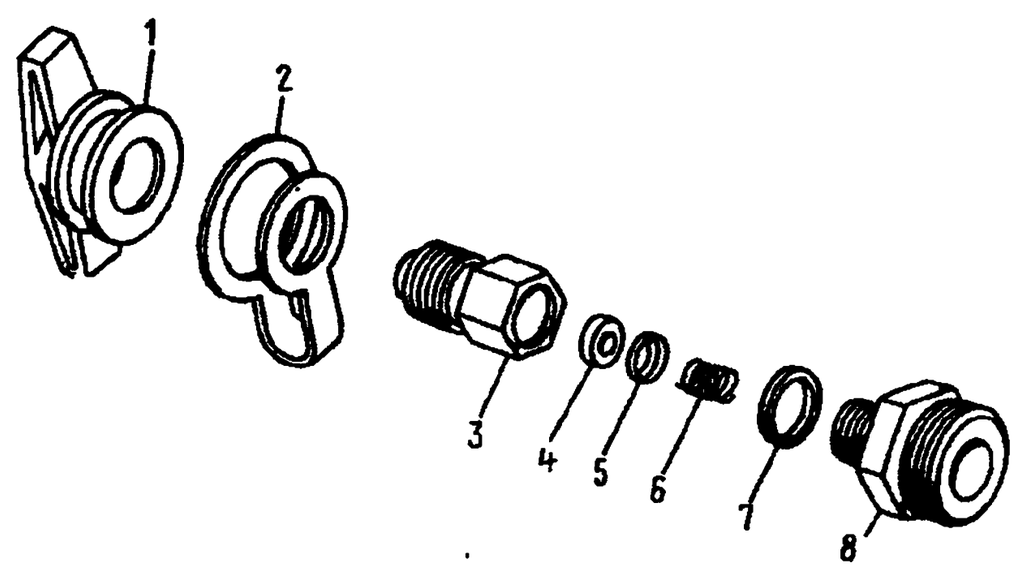

Рис. 329. Кран контрольного вывода:
1. Отверните гайку-барашек *1* (рис. 329) клапана	Слесарный верстак